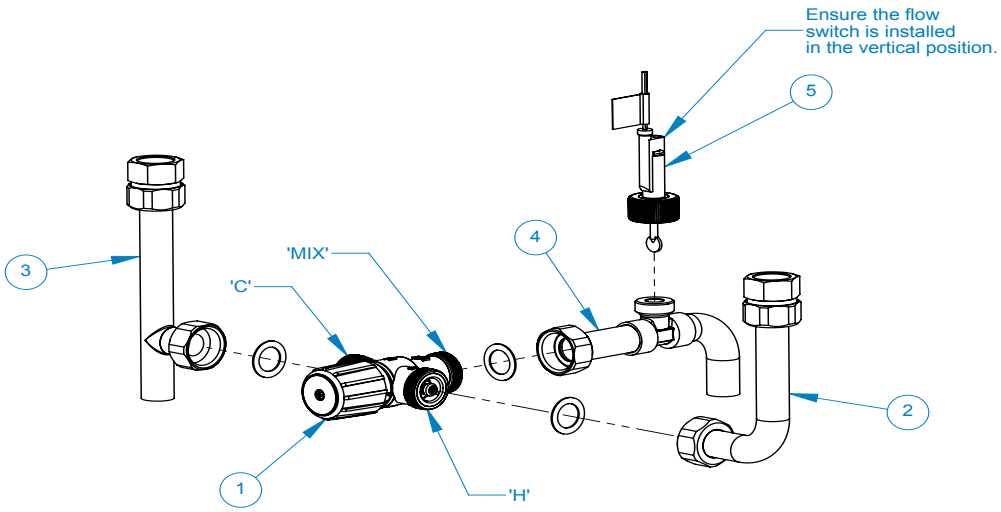

Figure C.3: DHW Assembly Diagram
See Figure C.3 for assembly
3. Hand-tighten the hot water inlet pipe (2)* along with a gasket to the connection marked "H" on the mixing valve.
4. Hand-tighten the cold water inlet pipe (3)* along with a gasket to the connection marked "C" on the mixing valve.
5. Tighten the mixed outlet pipe (4)* along with a gasket to the connection marked "C" on the mixing valve.
6. Tighten the flow switch (5)* so that the arrow points away from the mixing valve. Ensure the flow switch is installed in the vertical position.
*Numbers is parenthesis refer to balloon numbers in Figure C.3